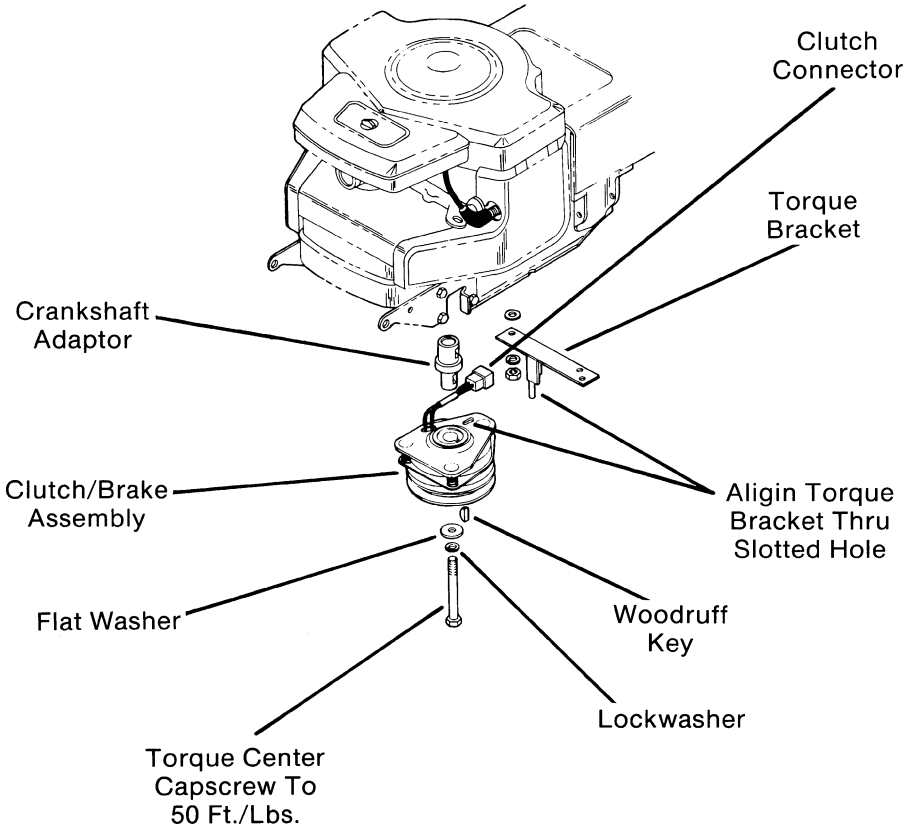

FIG. 12
C. Remove capscrew and washers through center of electric clutch/brake and pull clutch off crankshaft adaptor. (Fig. 12)
NOTE: Torque bracket finger should fit through slotted hole in clutch bracket when reassembled. (Fig. 12)